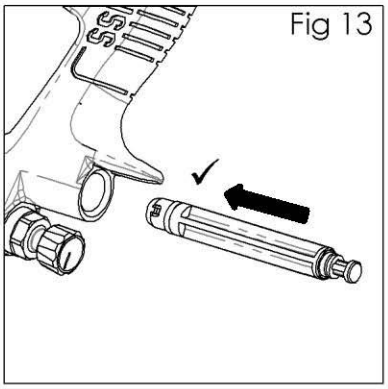

Fig 13
11. Bringen Sie eine neue vorderer Dichtung (18) am Wartungswerkzeug (53). In den Pistolenkörper einsetzen und fest andrücken, um sicherzustellen, dass die Dichtung eingerastet ist. (Siehe Abb. 13).